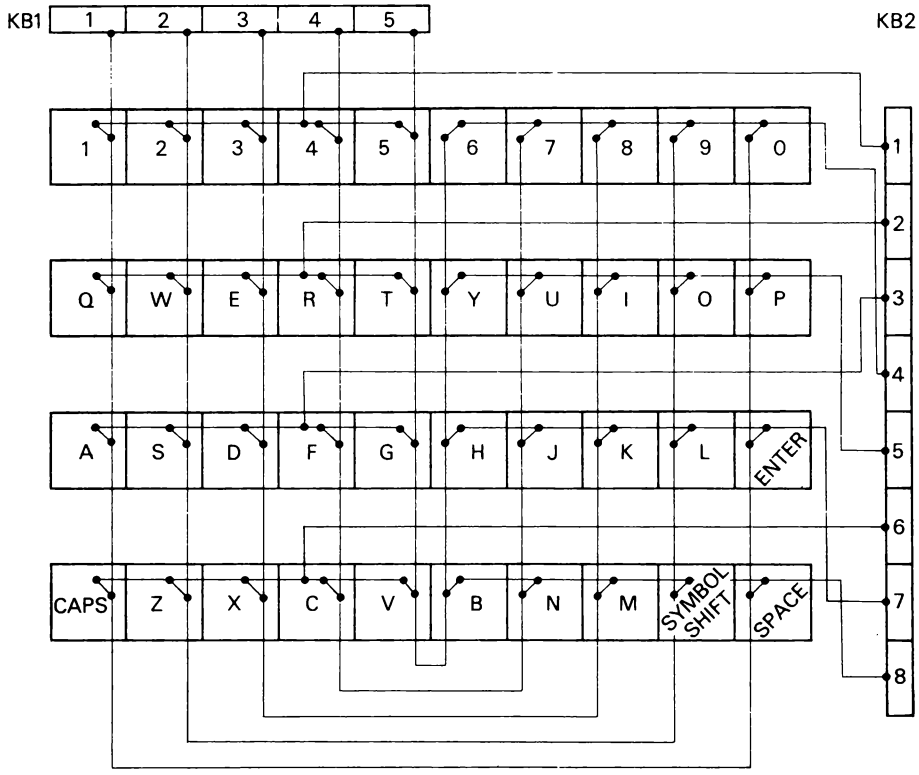

Figura 6.8 Collegamenti della tastiera.
La tastiera è collegata ai due connettori presenti all'interno dello Spectrum. Questo è l'unico progetto che richiede la manomissione del computer, operazione che, data la fragilità delle parti in gioco, non raccomando di eseguire spesso. I due connettori KB1 e KB2 ricevono i segnali generati dai pulsanti della tastiera connessi a matrice, come si vede in figura 6.8. Le quattro righe di tasti sono collegate, in otto gruppi di cinque, a KB2; le colonne sono invece collegate a KB1. La pressione di un tasto genera un contatto fra una riga e una colonna, che viene rilevato dalla circuiteria interna del computer. Per aggiungere l'altra tastiera dovrete:
2. Effettuare i collegamenti interni alla nuova tastiera come in figura 6.8 e connetterla a KB1 e KB2 usando cavo flessibile o multipolare con piccoli pezzi di veroboard da 1/10 di pollice saldato alla fine: questi spezzoni si inseriranno in KB1 e KB2.